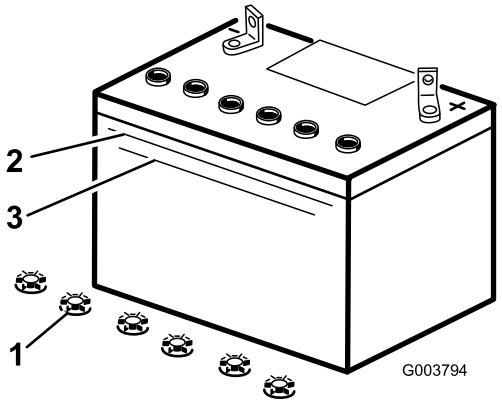

Figur 37
2. Titta på sidan av batteriet. Elektrolyten måste nå upp till den övre linjen (Figur 37). Låt inte elektrolyten sjunka under den nedre linjen (Figur 37).
3. Ta bort påfyllningslocken från batteriet (Figur 37).
4. Häll långsamt destillerat vatten i varje battericell tills elektrolytnivån når upp till batterilådans övre linje (Figur 37).
5. Vänta fem till tio minuter efter att battericellerna fyllts på. Häll destillerat vatten, om det behövs, i varje battericell tills elektrolytnivån är vid batterilådans övre linje (Figur 37).